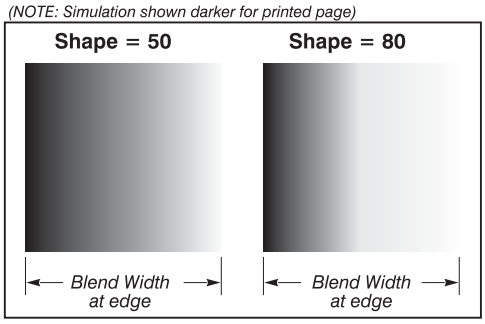

Figure 3. 35. "Shape" Examples
- **Blend Shape** determines the rate of roll-off across the blend width, i.e. how quickly the white levels across the blend change from light and dark. Increasing the *Blend Shape* setting accelerates the rate of change at both extremes so that *less* of the region appears mid-gray (see Figure 3. 35). Decreasing the *Blend Shape* setting slows the rate of change so that *more* of the region appears mid-gray. For most applications, this subtle control is best left close to 50.